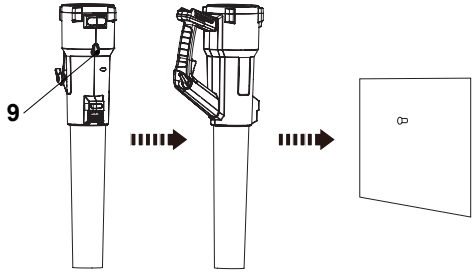

Fig. 9
4. The product has one hanging hole (9) for convenient storage.
Install a strong enough screw on the wall to bear the weight of the product, then hang the product on the wall via hanging hole (9) (Fig. 9).